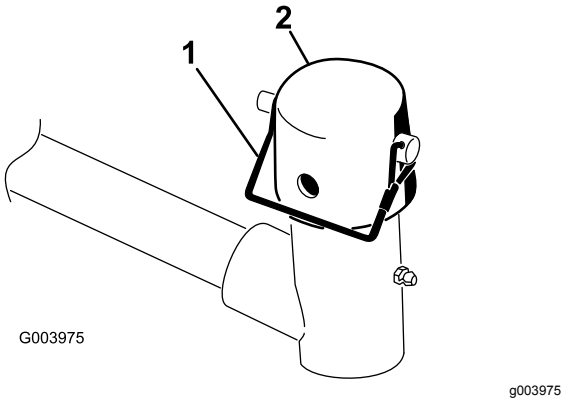

**Figur 10**
7. Ta bort hjulsprinten från lyftarmens svängok. Skruva sedan av locket (Figur 10).
11. Fäst locket och bärramens axel på lyftarmens ok med hjälp av låsstiftet (Figur 10).